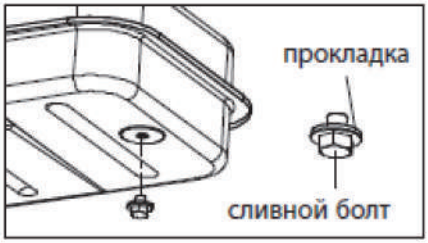

Рис. 10
3. Слейте залитое топливо через сливное отверстие, открутив сливной болт (рис. 10).